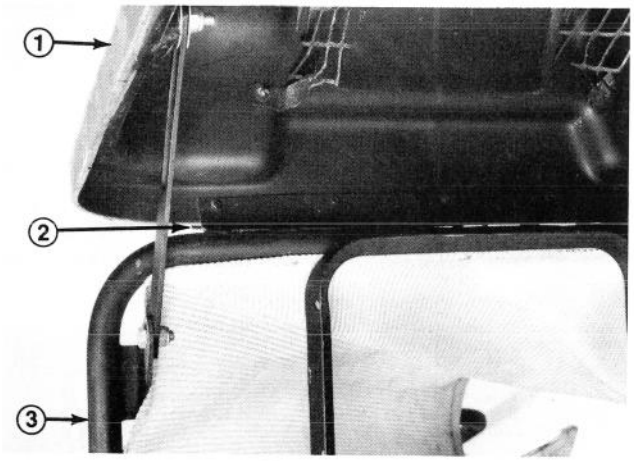

Figure 21
7. Connect hood assy. to upper support tube assy. with hinge pin (Fig. 21).